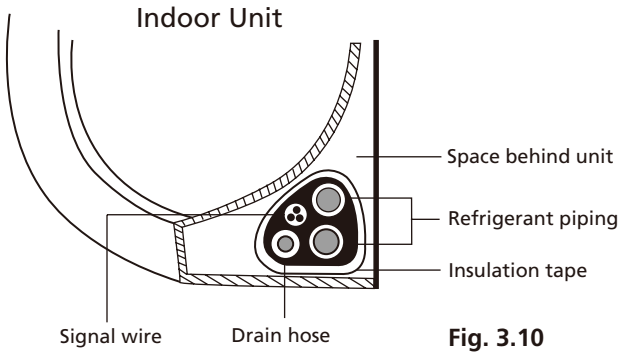

Fig. 3.10
1. Bundle the drain hose, refrigerant pipes, and signal cable according to **Fig. 3.10.**
3. Using insulation tape, wrap the signal wire, refrigerant pipes, and drain hose tightly together. Double-check that all items are bundled in accordance with **Fig. 3.10.**